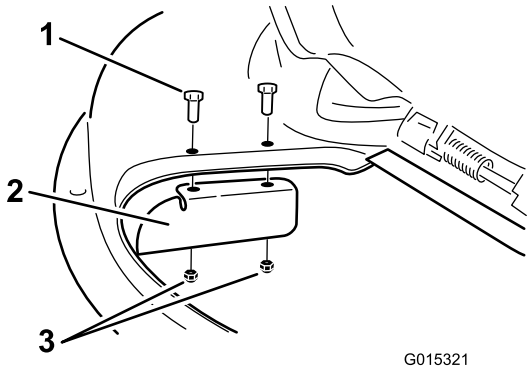

Figur 33
9. Monter græsafskærmningen på plæneklipperskjoldet Figur 33. Brug de to låsemøtrikker (5/16 tomme) til at fastgøre afskærmningen på plæneklipperskjoldet.
3. Afmonter græsafskærmningen fra plæneklipperskjoldet (Figur 33).